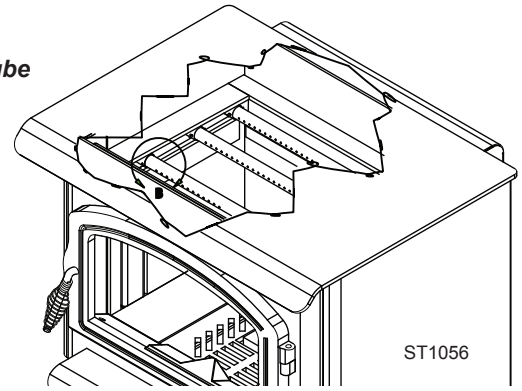

Figure 22 - Remove Tube
3. Slide the tube to the right to free from the collar, tilt down and push towards the left, then pull out the tube. *Figure 22*